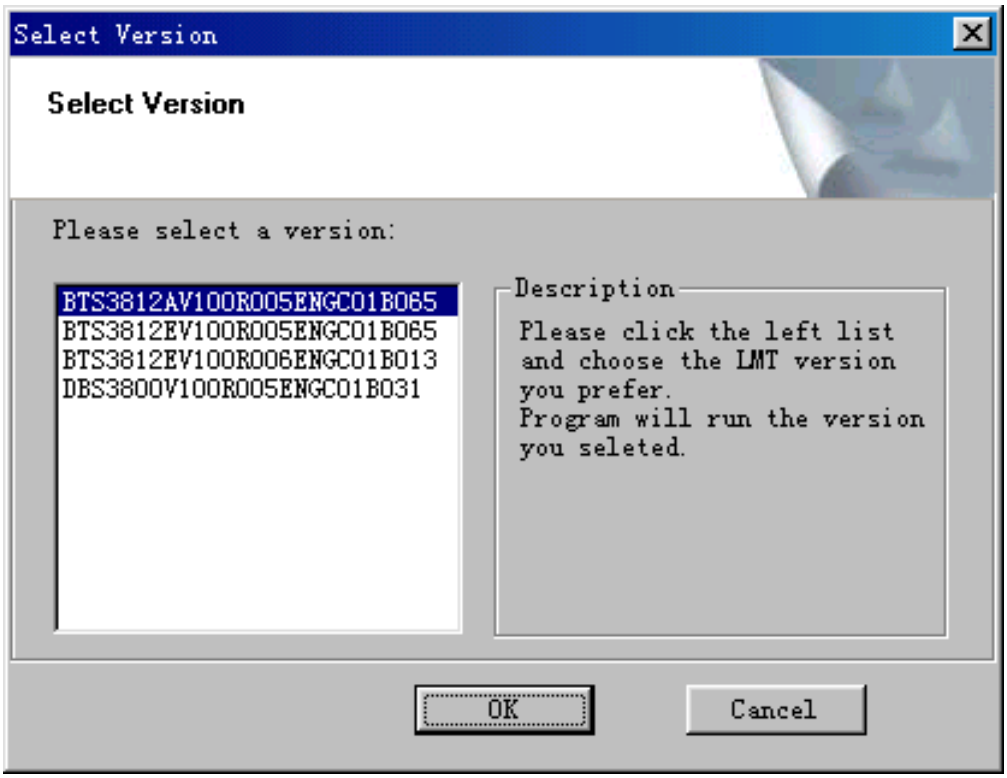

Figure 8-5 Select Version dialog box
2) Select the relevant NodeB version in the **Select Version** dialog box as shown in Figure 8-5.